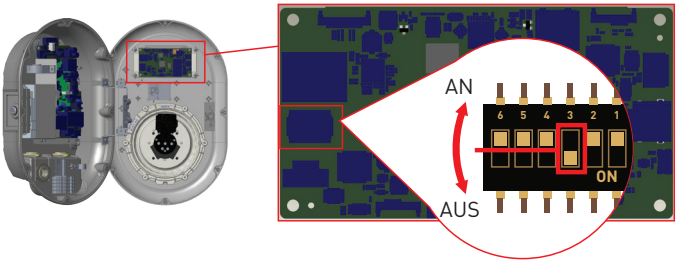

Figure.28
- Wenn Sie die Web-Konfigurationsoberfläche aktivieren möchten, sollte sich die dritte Position des DIP-Schalters in der Position „OFF" befinden, wie in Abbildung 28 gezeigt.
- Wenn Sie die Web-Konfigurationsoberfläche deaktivieren möchten, sollte die dritte Position des DIP-Schalters auf „ON" stehen, wie in Abbildung 28 gezeigt.